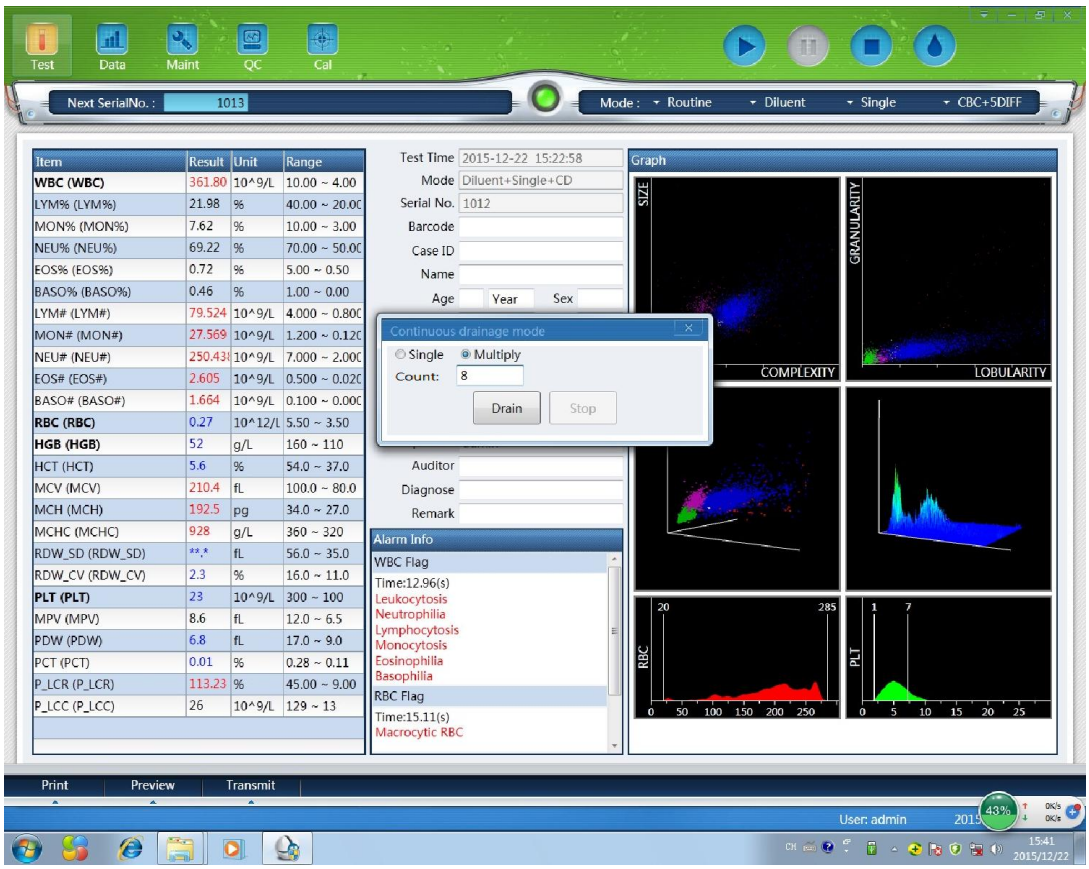

Figure 7-2 Drain
3. Click “Drain” in the interface, and click “Multiply” in pop-up dialog. Input the needed times and click “Drain” as shown in Figure 7-2. The analyzer automatically injects 800μL diluent in each tube.